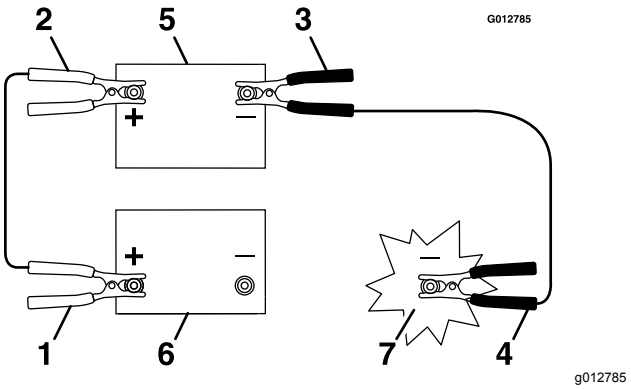

Figura 48
3. Ligue o cabo positivo (+) ao terminal positivo (+) da bateria descarregada que está ligada ao arrancador ou solenóide como se mostra na Figura 48.